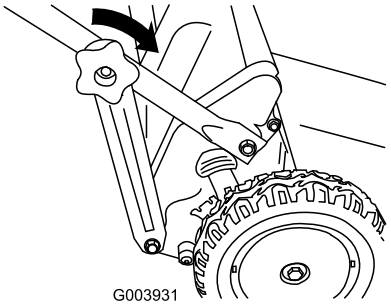

Figur 15
3. Monter de nedre håndtagsknapper, og spænd dem så stramt, du kan med håndkraft (Figur 15).